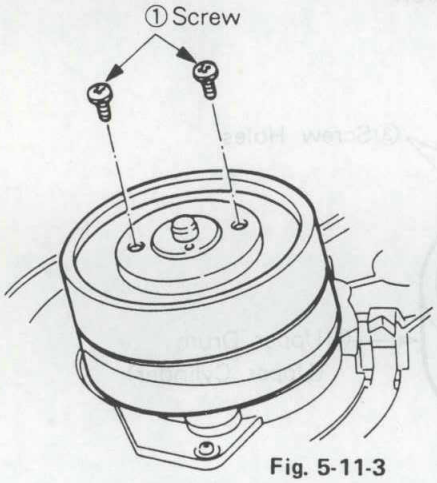

Fig. 5-11-3
1) Remove the two screws ① (see Fig. 5-11-3).